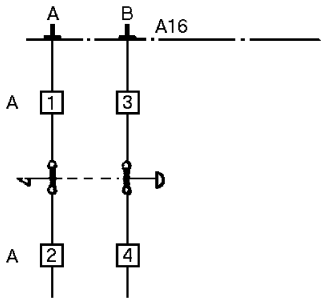

Fig 11
- Ydre nødstop, se fig 11 på side 67.